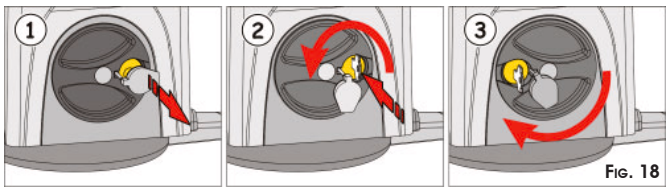

FIG. 18
① Cut power to the system with the differential switch.
② Lift the protective plug from the lock, fig.18 ref. ①
③ Fit the key and turn it anti-clockwise until it stops, fig.18 ref. ②.
④ Turn the release knob clockwise until it stops, fig.18 ref. ③.
⑤ Move the leaf by hand.